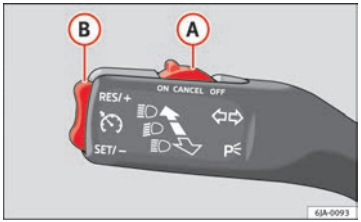

Fig. 109 Turn signal and main beam headlight lever: cruise control buttons
– Move knob (A) ⇒ Fig. 109 to the **ON** position.
– Briefly press rocker switch (B) in **SET** position when you have reached the speed you wish to set.
– Press rocker switch (B) ⇒ Fig. 109 ⇒ page 153 in **RES**.
– The set speed can be **reduced** by pressing switch (B) ⇒ Fig. 109 ⇒ page 153 in **SET**.
– On releasing the switch at speeds of less than 30 km/h (19 mph), no speed will be set and the memory will be deleted. The vehicle must be moving at a speed of over 30 km/h (10 mph) and press switch (B) again in **SET** for it to be set.
Cruise control **is switched off temporarily** by pressing switch (A) ⇒ Fig. 109 ⇒ page 153 in **CANCEL** or by pressing the brake or clutch pedal.
– Move knob (A) ⇒ Fig. 109 ⇒ page 153 to **OFF**. ■